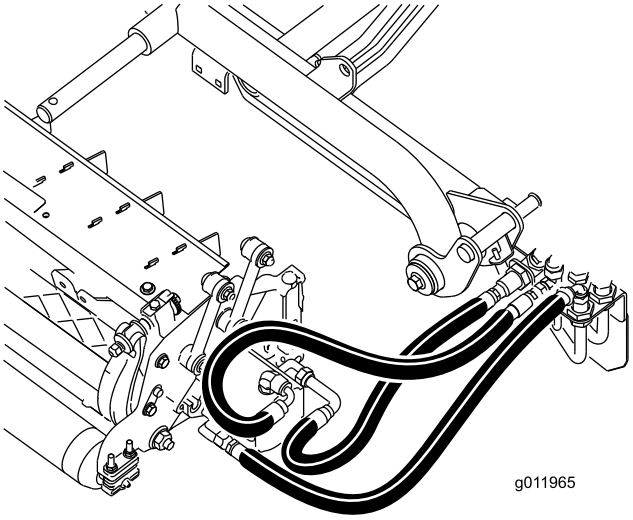

**Figur 21**
**Vigtigt: Sørg for, at slangerne ikke er snoede og har skarpe buk, samt at slangerne til den bageste klippeenhed er ført som vist i (Figur 21). Hæv klippeenhederne, og forskyd dem mod venstre (model 03170). Slangerne til den bageste klippeenhed må ikke berøre traktionskablets beslag. Genanbring om nødvendigt fittingerne og/eller slangerne.**